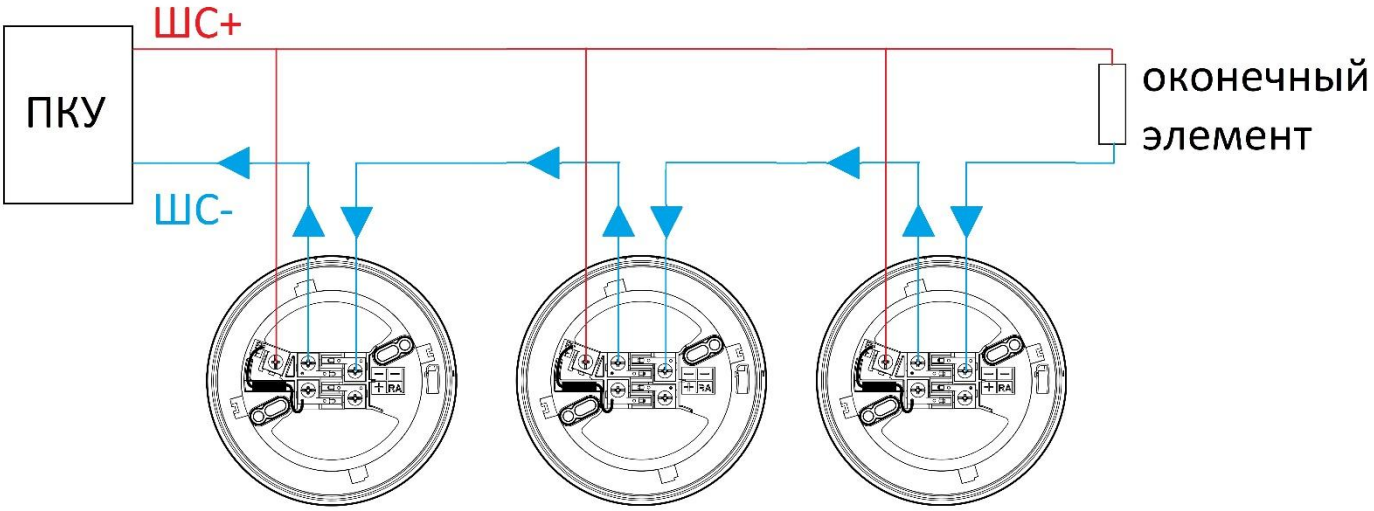

Рисунок 4
3.3 Отрицательный провод ШС подключается к двум клеммам, обозначенным знаком "-". Эти контакты идентичны, и замыкаются между собой только в случае установки извещателя в базу. Указанный способ подключения извещателя обеспечивает выдачу на ППКП извещения о неисправности в случае отделения извещателя от базы (разрыв ШС), если на конце ШС установлен оконечный элемент (см. Рисунок 4).